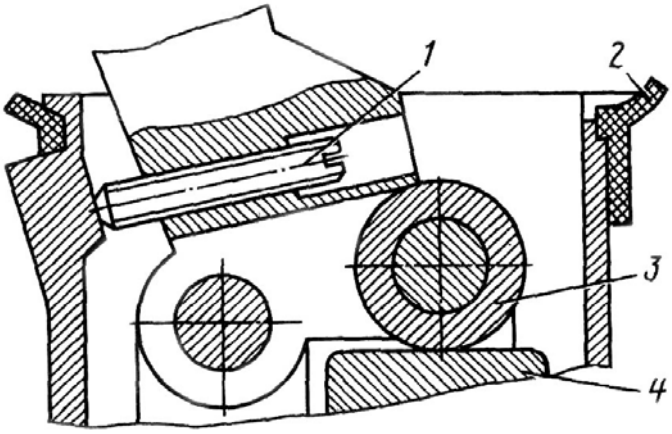

Рис.98. Схема регулировки рычага тормозного крана:
6. Заверните регулировочный винт 1 (рис.98) рычага до упора в корпус рычага так, чтобы не было зазора между роликом 3 и толкателем 4. Перед установкой винта нанесите на него герметик.